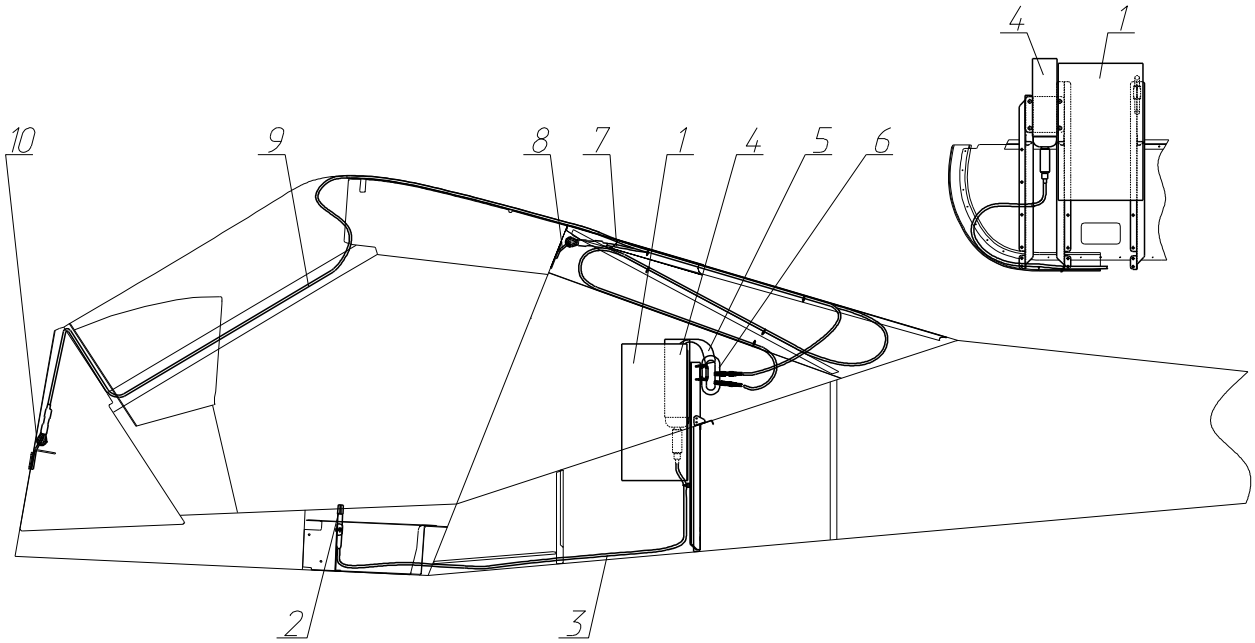

Fig. 28. Recovery system
Installation of the recovery system is shown on **Fig. 28**. The parachute packed into a soft container (1) is located behind the baggage compartment. To deploy the system pull the handle (2) of the ejection device connected with a cable (3) to the rocket housing (4). That launches the rocket which pulls out the parachute, attached with a rope (5) via a carabiner (6) to the cables (7) and (9) fastened to the attachment points (8) and (10). The locations of the attachment points and the cables' length are selected so that the aircraft when descending with deployed parachute is suspended in a certain attitude (wings level, nose lowered). Such attitude ensures a high level of safety to pilots during emergency landing despite the fact that the aircraft structure is likely to be damaged while absorbing the impact at touchdown.